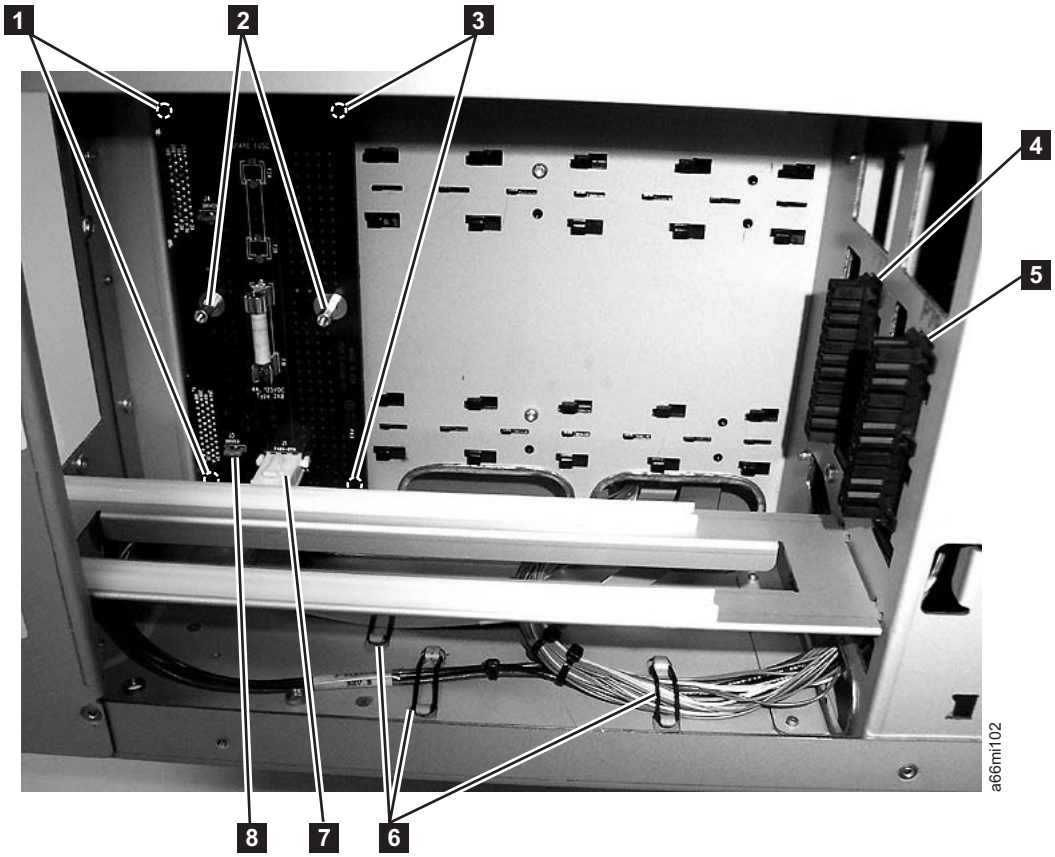

Figure 6-14. Drive Sled Interface Board connectors (side cover removed)
5. Visually check, and reseat if necessary, all of the connectors on the Drive Sled Interface Board (DSIB). See **7** and **8** in Figure 6-14.